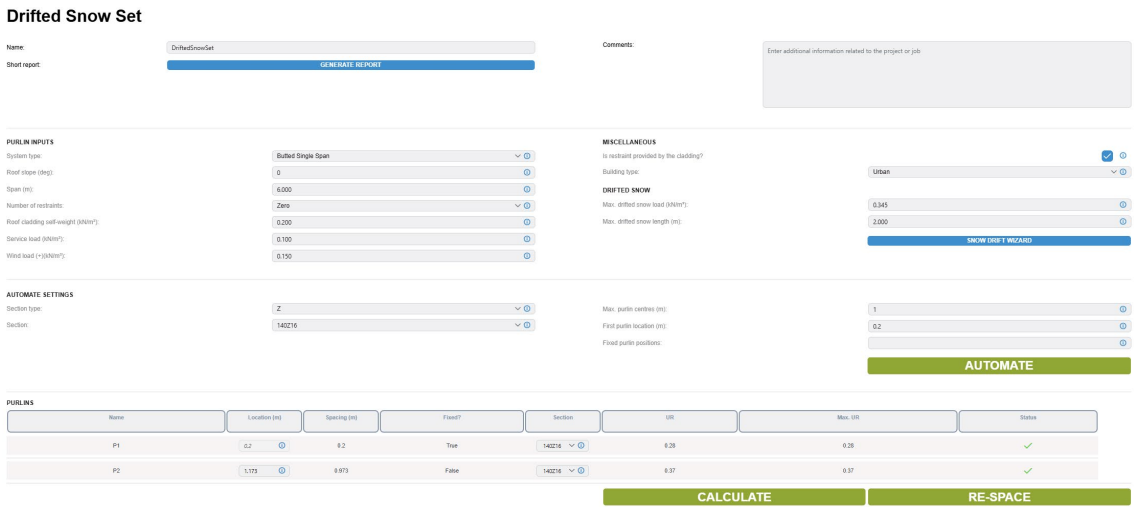

Figure 5.13: Drifted snow across centres purlin set - AUTOMATE results
- **Step 2:** Users then provide the ‘Automate settings’ inputs and click on the AUTOMATE button. The solution returned by the optimisation routine is then displayed (see Figure 5.13).